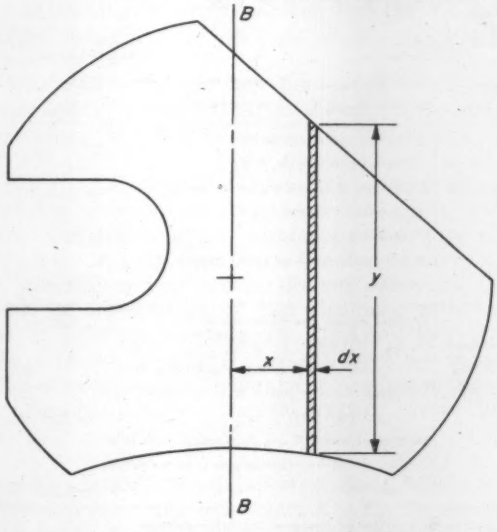
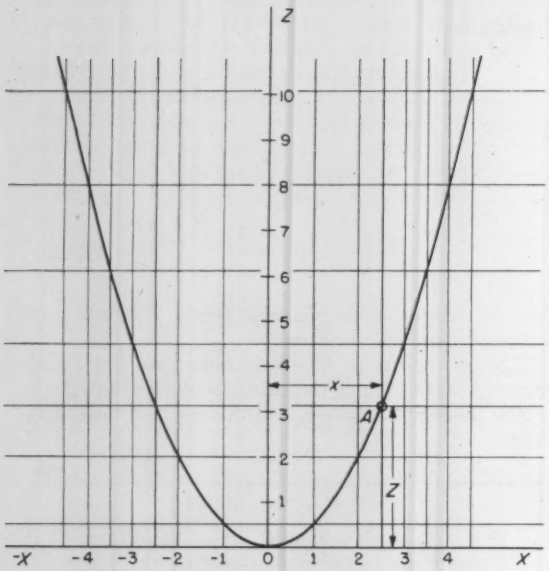

Fig. 1—Section for which it is required to find distance, $\bar{x}$, of center of gravity from arbitrarily chosen axis BB, and second moment of area, I_{BB}.
Fig. 2—Chart for curve of $Z = x^2/2$, which can be used for determination of first moment of area.
First Moment of Area: As an example, suppose it is required to find the distance of the center of gravity of a section, Fig. 1, from an arbitrarily chosen line, *BB*. Using the notation of Fig. 1,
Fig. 3—Section of Fig. 1 superimposed on Fig. 2. First moment of area about axis *0Z* of the part of section to the right of *0Z* is represented by area defined by derived section $0B_{1R}C_1D_1F_10$.
1. Part No. _____ 2. Dwg. No. Fig 1 3. Scale* Full Size